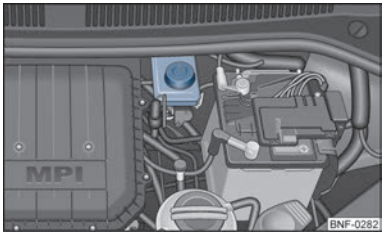

Fig. 95 Engine compartment: Cover of the brake fluid reservoir
– Inspect the brake fluid level in the reservoir ⇒ Fig. 95. The level must be between the "MIN" and "MAX" markings.